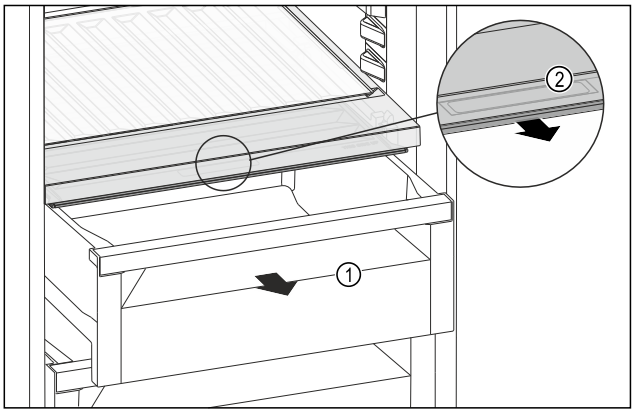

Fig. 120
- ▶ Trekk ut skuffen *Fig. 120 (1)*.
- ▶ Ta tak i det innfelte grepet *Fig. 120 (2)* på lokket, og trekk samtidig lokket forover.